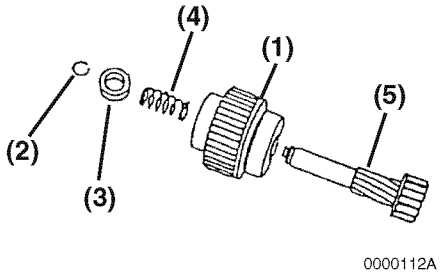

Figure 11-27
1. Apply the appropriate starter bendix grease (obtain locally) to the pinion shaft. Reassemble the pinion shaft **(Figure 11-27, (5))**, pinion clutch assembly **(Figure 11-27, (1))**, return spring **(Figure 11-27, (4))** and pinion stop **(Figure 11-27, (3))**. Reinstall the retaining ring **(Figure 11-27, (2))** in the groove in the pinion shaft. Slide the piston stop over the retaining ring.